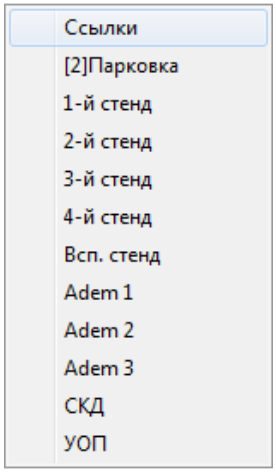

Рисунок 8-131 Контекстное меню области отображения вкладок планов помещений
2) Через контекстное меню области отображения вкладок планов помещений (см. Рисунок 8-131) – нажмите правой клавишей мыши на области отображения вкладок планов помещений и в появившемся контекстном меню выберите требуемый план помещения;